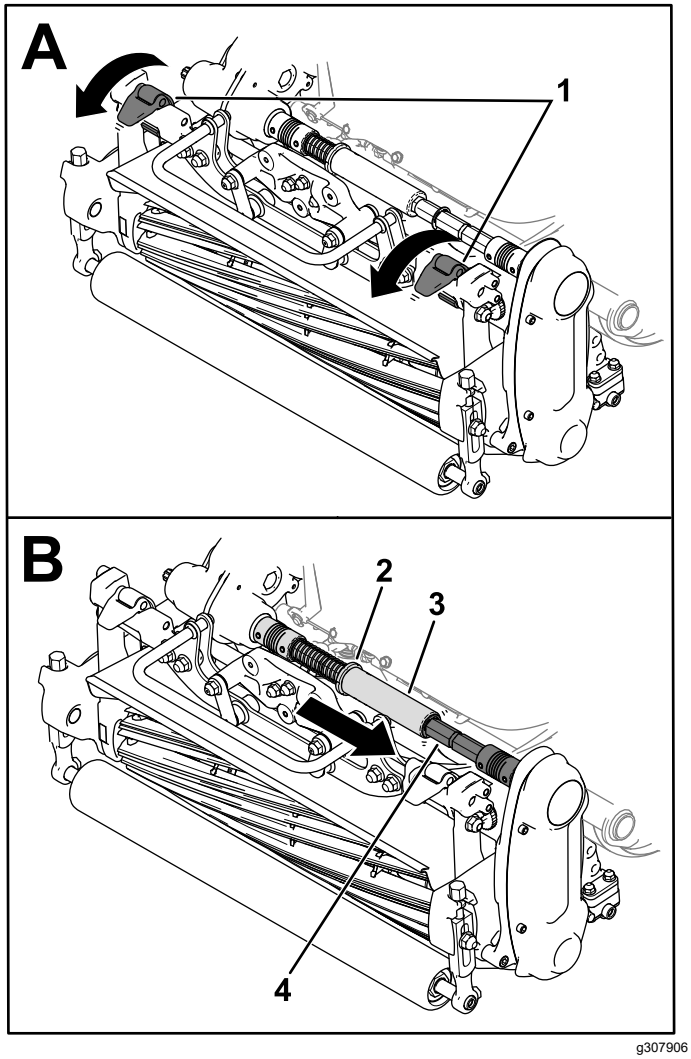

Figur 38
3. Flytta upphängningsspärrhakarna för att fästa klippenheten på maskinen (Figur 38).
4. Flytta stoppringen ur spåret på transmissionens kopplingsaxel och för in sexkantsröret i klippenhetens kopplingsaxel (Figur 38).